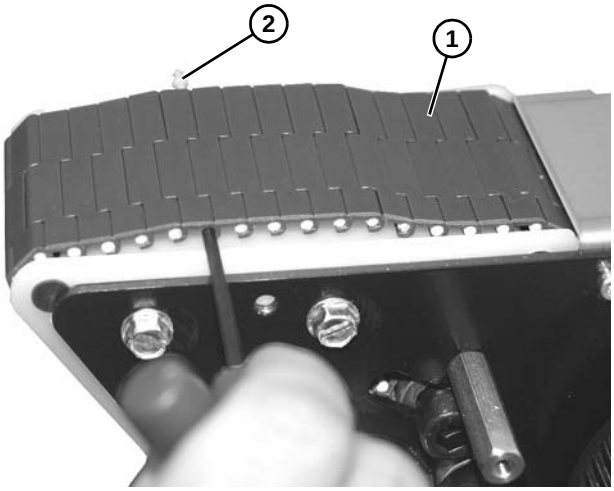

Figure 106
8. Lift slightly on belt **(Figure 106, item 1)** and push pin **(Figure 106, item 2)** out of belt.